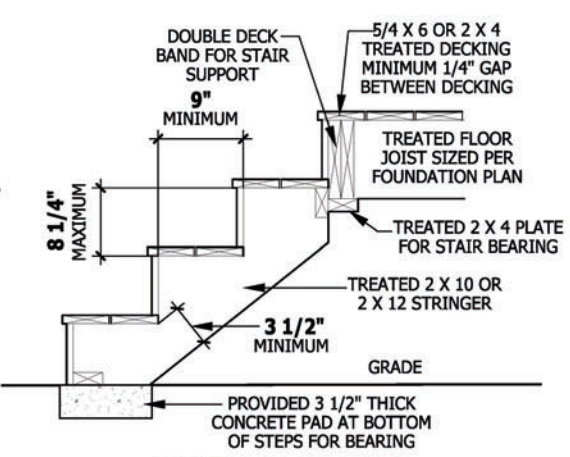

FIGURE AM110
**AM110.1 Stairs shall be constructed per Figure AM110.** Stringer spans shall be no greater than 7 foot span between supports. Spacing between stringers shall be based upon decking material used per AM107.1. Each Stringer shall have minimum 3 1/2 inches between step cut and back of stringer. If used, suspended headers shall shall be attached with 3/8 inch galvanized bolts with nuts and washers to securely support stringers at the top.